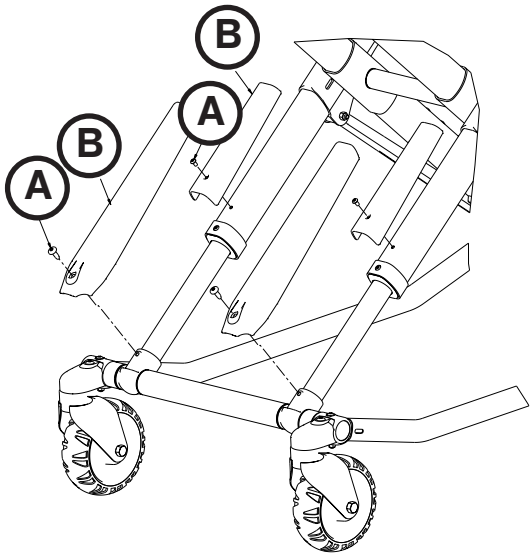

Figura 79
2. Con un destornillador Torx T27, retire el tornillo de cabeza reforzada (A) que asegura la protección de la estructura en X (B) al tubo interior (véase la Figura 79).
4. Retire la protección de la estructura en X del tubo exterior y resérvela para volver a utilizarla sobre el nuevo tubo exterior (consulte la Figura 79 en la página 6-72).